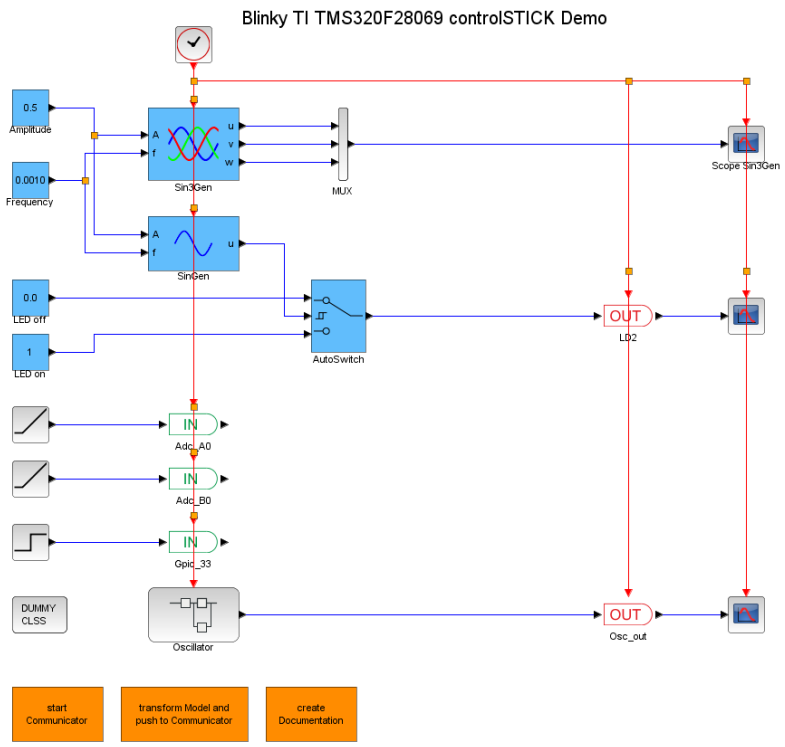

Figure 26: *Blinky* demo application in *Scilab*
2. Double click on **DemoApplication.zcos**. The example project contains a few blocks used to demonstrate the basic function of *X2C* (see Figure 26). The *Inport* and *Outport* blocks define the interface between the generated *X2C* code and the peripheral functions (e.g. ADC or GPIO Pins) on the target. For details about each block function read *X2Copen.Doc.pdf* in the documentation folder of the *X2C* directory.